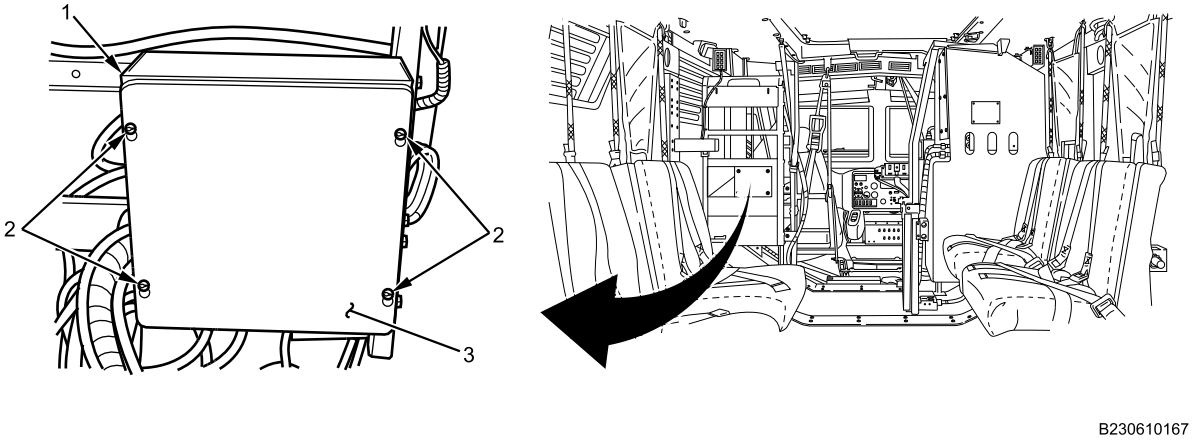

Figure 3. GFE Terminal Box Cover.
6. Loosen four screws (Figure 3, Item 2) and remove GFE terminal box cover (Figure 3, Item 3) from GFE terminal box (Figure 3, Item 1).